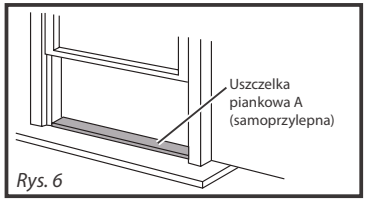

Rys. 6
1. Uciąć odpowiedni odcinek uszczelki piankowej (samoprzylepnej) i przymocować do parapetu okna. Patrz rys. 6